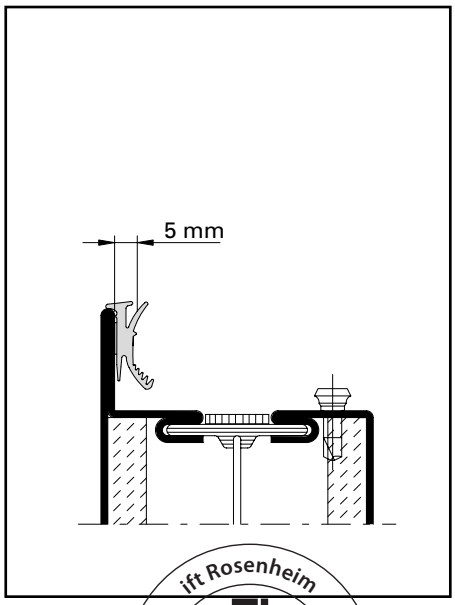

Abb. 14 / Fig. 14 / Fig. 14
– Butylkleber-Schutzfolie abziehen und Dichtung an Profillappen kleben (Abb. 14).
– Retirer la bande de protection du butyle et coller le joint sur l'aile fixe du profilé (fig. 14).
– Remove the butyl adhesive protective film and stick the weatherstrip to the profile lip (Fig. 14).